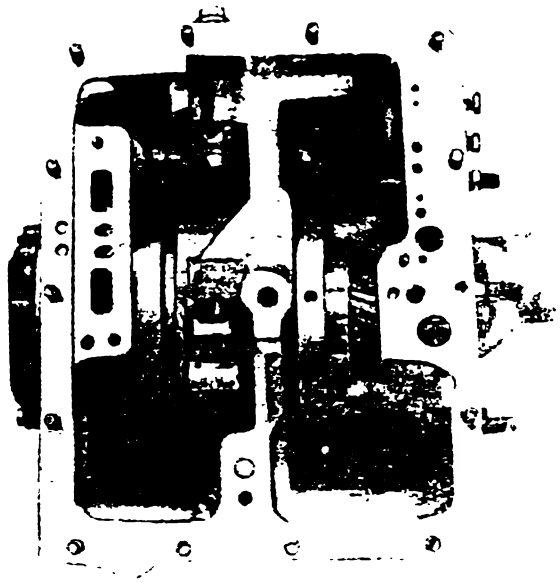

Рис. 109. Установка промежуточной опоры в картер
11. Установите в картер промежуточную опору, совместив ее отверстие с резьбовыми отверстиями в картере (рис. 109).